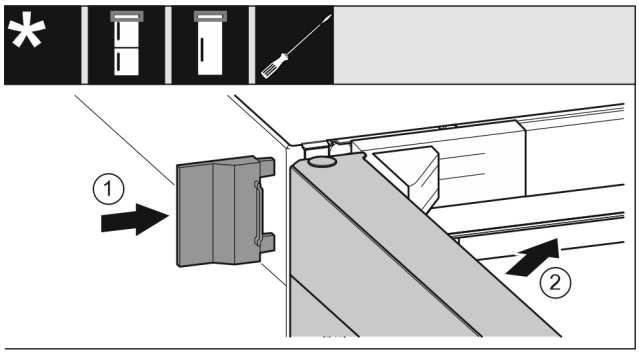

Fig. 23
▶ Montați capacul exterior *Fig. 23 (1)*.
▶ Închideți ușa superioară *Fig. 23 (2)*.